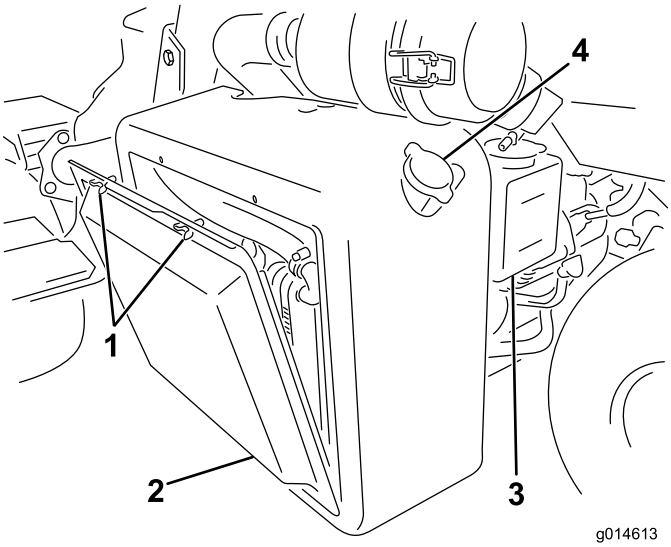

Figuur 51
1. Verwijder het radiateurscherm (Figuur 51).